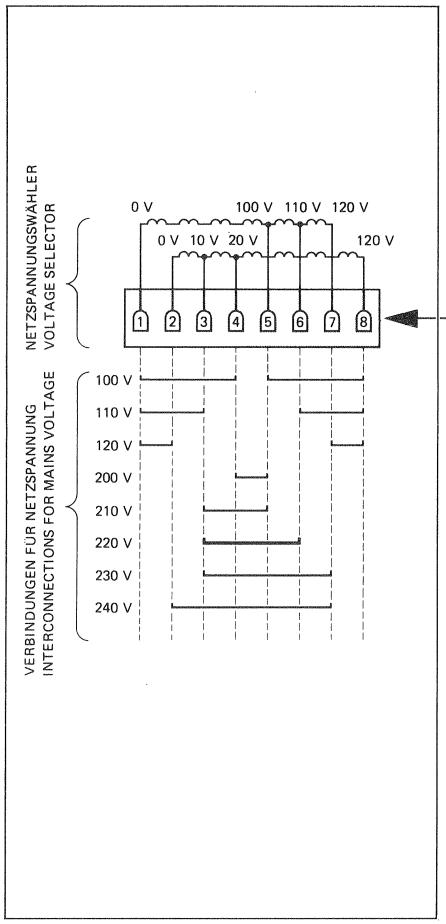

Fig.2.1
- Rueckwand oeffnen und Spannungswaehler kontrollieren. -> Fig.2.1